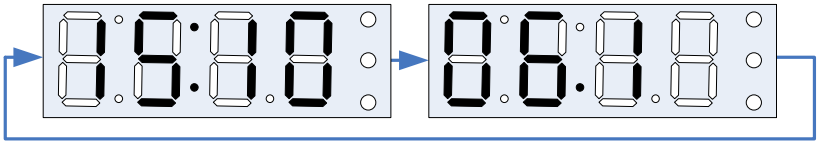

Рис. 13
2.2.9 После регистрации прохождения очистного устройства сигнализатор переходит в режим «Индикация СОД». На индикаторе периодически отображается время регистрации (часы и минуты) и скорость прохождения СОД (км/ч), сопровождаемые кратковременными звуковыми сигналами. Для примера на Рис. 13 показана информация о регистрировании СОД в 15 часов 10 минут, скорость прохождения 6,1 км/ч.